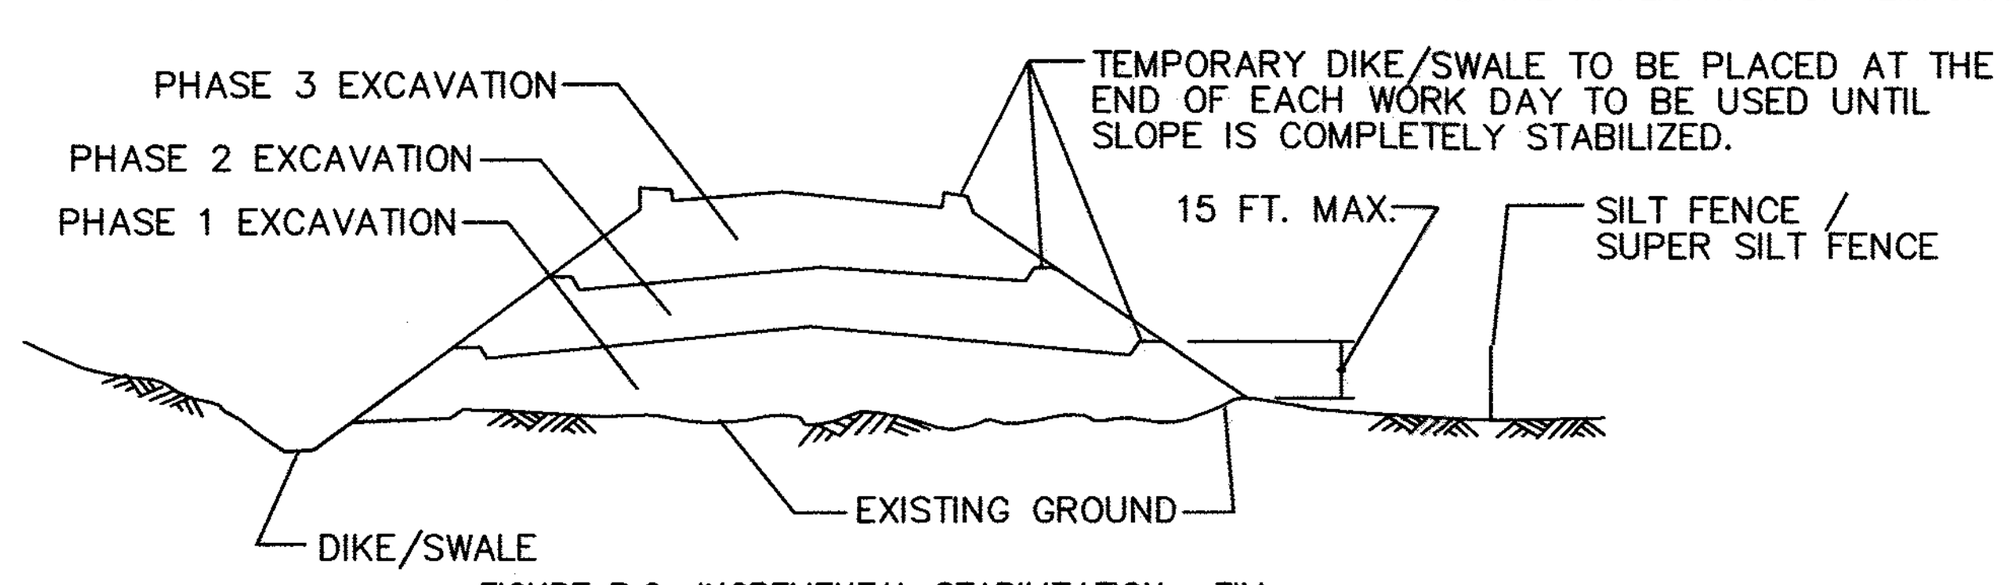

FIGURE B.2: INCREMENTAL STABILIZATION . FILL
4. CONSTRUCTION SEQUENCE EXAMPLE (REFER TO FIGURE B.2):